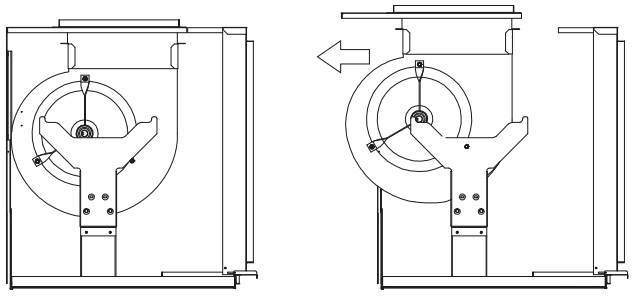

Fig. 9 — Pull Blower Assembly to Glides
6. Stand in front and pull the blower assembly on to the ridge of the blower glides. See Fig. 9.